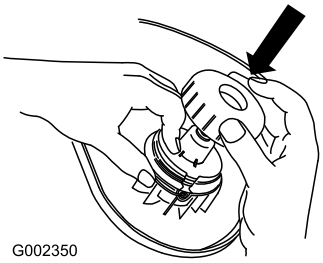

Figur 16
2. Sätt kåpan på spolen medan du håller i tråden och spolen (Figur 16).